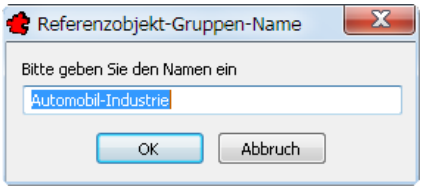

Bild 32.40 – Benennen des Referenzstandards im Archiv
- Klicken Sie auf *Sichern*, werden Sie zur Eingabe des Namens für den Referenzstandard im Archiv aufgefordert (Abb. 32.40).